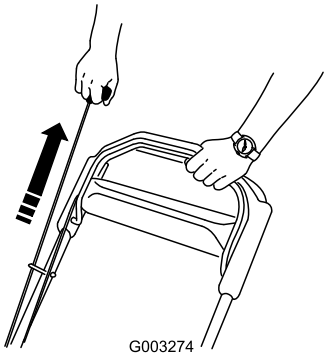

Figura 14
2. Tirate l'avviatore autoavvolgente (Figura 14)